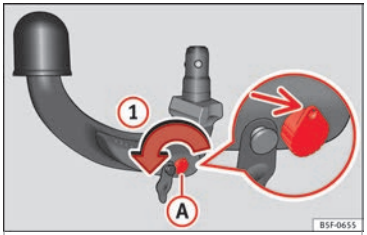

Fig. 220 Paso 1
- Gire la llave en el sentido de la flecha (1) hasta que la parte agujereada de la llave llegue a su posición superior ››› **fig. 220**.